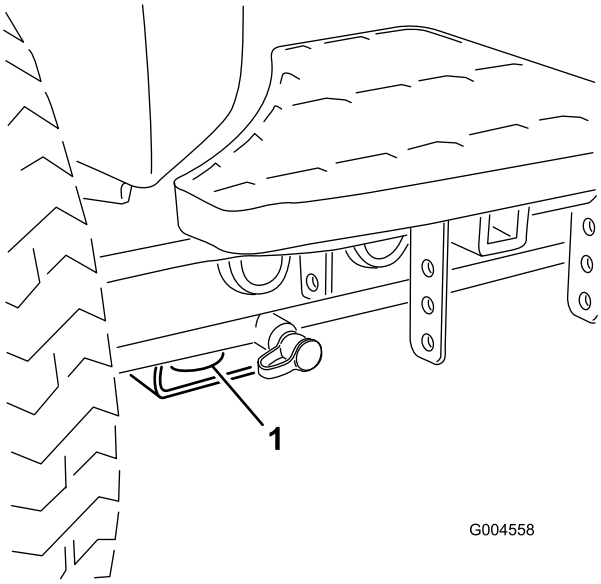
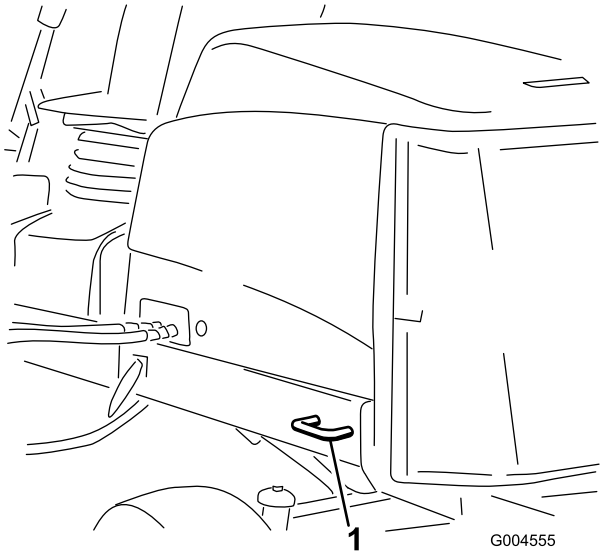

Figur 36
Figur 37
5. Använd fästpunkterna av metall på maskinen för att säkra den på släpvagnen eller lastbilen med hjälp av spännband, kedjor, vajrar eller rep (Figur 36 och Figur 37).
- Fram – hål i det fyrkantiga belägget under axelröret inuti båda framdäcken (Figur 36)
- Bak – på båda sidor av maskinen, på den bakre ramen (Figur 37)